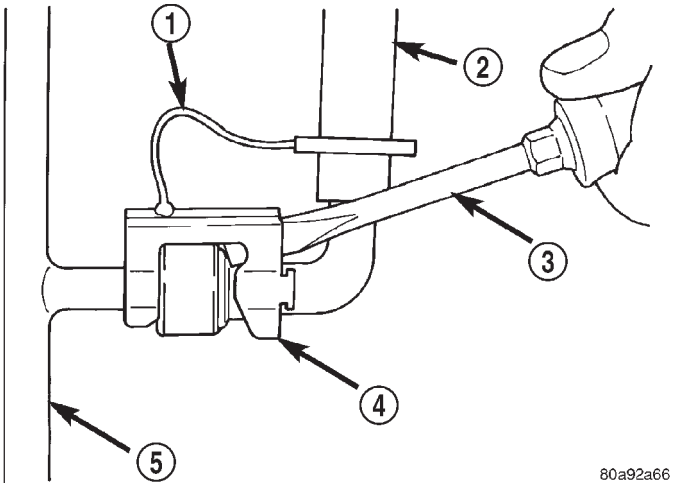
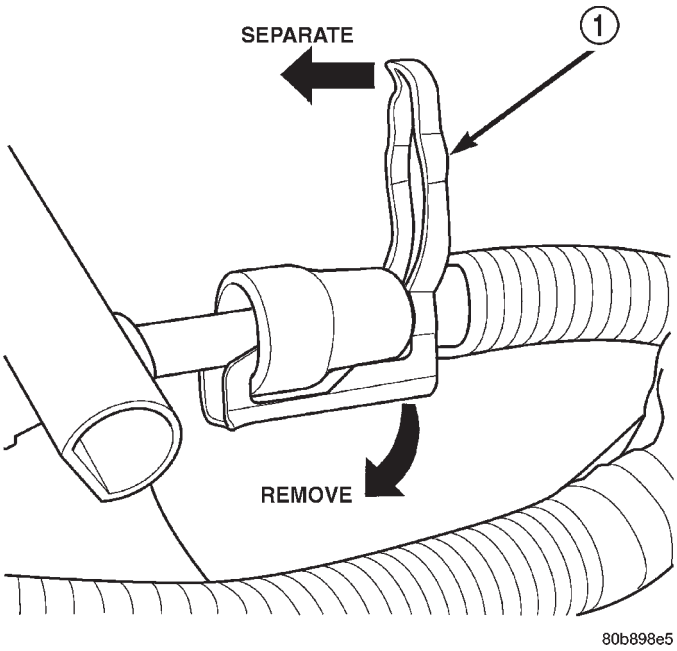

Fig. 50 LATCH CLIP-TYPE 1
Fig. 51 LATCH CLIP-TYPE 2
(8) **Latch Clips:** Depending on vehicle model and engine, 2 different types of safety latch clips are used (Fig. 50) or (Fig. 51). Type-1 is tethered to fuel line and type-2 is not. A special tool will be necessary to disconnect fuel line after latch clip is removed. The latch clip may be used on certain fuel line/fuel rail connection, or to join fuel lines together.
(a) Type 1: Pry up on latch clip with a screwdriver (Fig. 50).
(b) Type 2: Separate and unlatch 2 small arms on end of clip (Fig. 51) and swing away from fuel line.